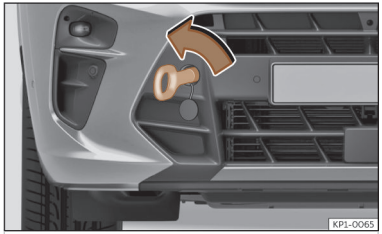

Abb. 212 Vorderer Stoßfänger rechts: Eingeschraubte Abschleppöse
- Drehen Sie die Abschleppöse **entgegen dem Uhrzeigersinn** so fest wie möglich in die Aufnahme ››› **(Abb. 212)**, ››› ⓘ. Verwenden Sie ein geeignetes Hilfsmittel, um die Abschleppöse festzuziehen.